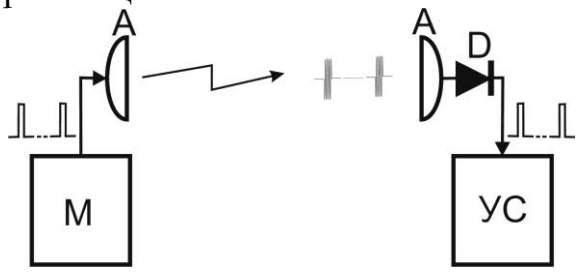
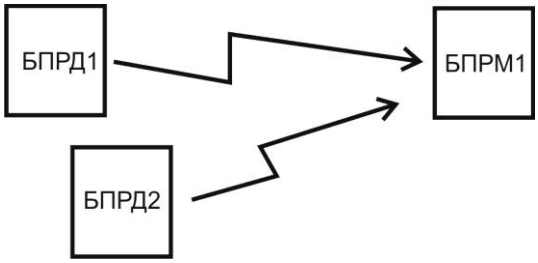

Рис. 6.8
Рис. 6.9
6.3.4.1 На тыльной стенке кожуха БПРД имеется окно встроенного светодиода 3 для визуального контроля работы, для чего к фирменному значку 2 на тыльной стенке БПРД необходимо приложить и удерживать во время контроля магнит 1 (см. рис.6.8). В случае нормальной работы БПРД, светодиод методично мигает с периодом около 1 сек. На шасси БУПР расположены три синих индикатора «0» (нулевой разряд сигнала), «1» (первый разряд), «2» (второй разряд) и двухцветный (синий/красный) «3»
6.3.6.2 Антенна А БПРД, под управлением модулятора М, излучает в направлении антенны АБПРМ радиоимпульсы (см. рис. 6.8). Радиоимпульсы с выхода антенны А (БПРМ) поступают на детектор D, с выхода которого – на узел синхронизации УС. УС определяет их положение во времени и пропускает в узкие «временные ворота» для обработки и принятия решений. Идентификация «собственного» БПРД1 (рис.6.9) при «засветке чужим», рядом установленным, БПРД2 достигается выбором разных частотных литер БПРД1 и БПРД2, см п. 6.3.4.3.